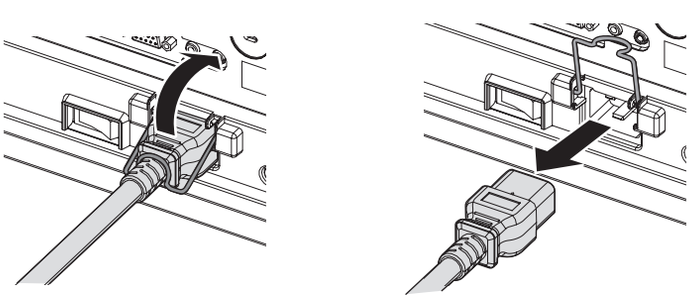

図 1　図 2
2) **電源コードを固定している電源コードホルダーを上に持ち上げる（図 1）**